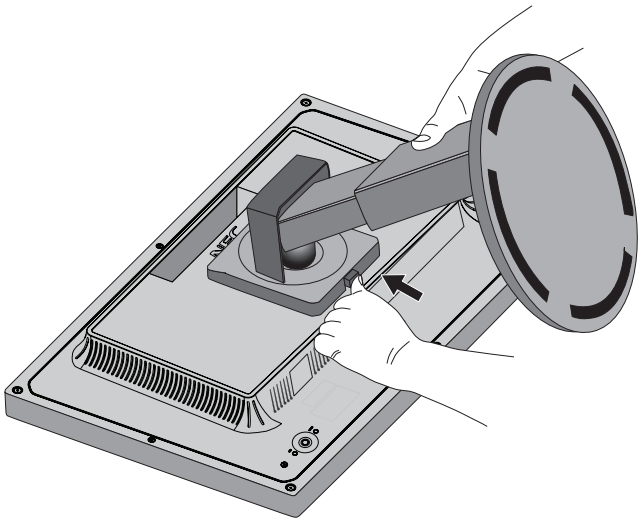

Figura S.1
3. Sistemare il monitor rivolto verso il basso su una superficie non abrasiva (**Figura S.1**).
Premere e tenere premuta la leva di sblocco rapido nella direzione indicata dalle frecce (**Figura S.1**).
5. Sollevare il supporto per sganciarlo dal monitor (**Figura S.1**).